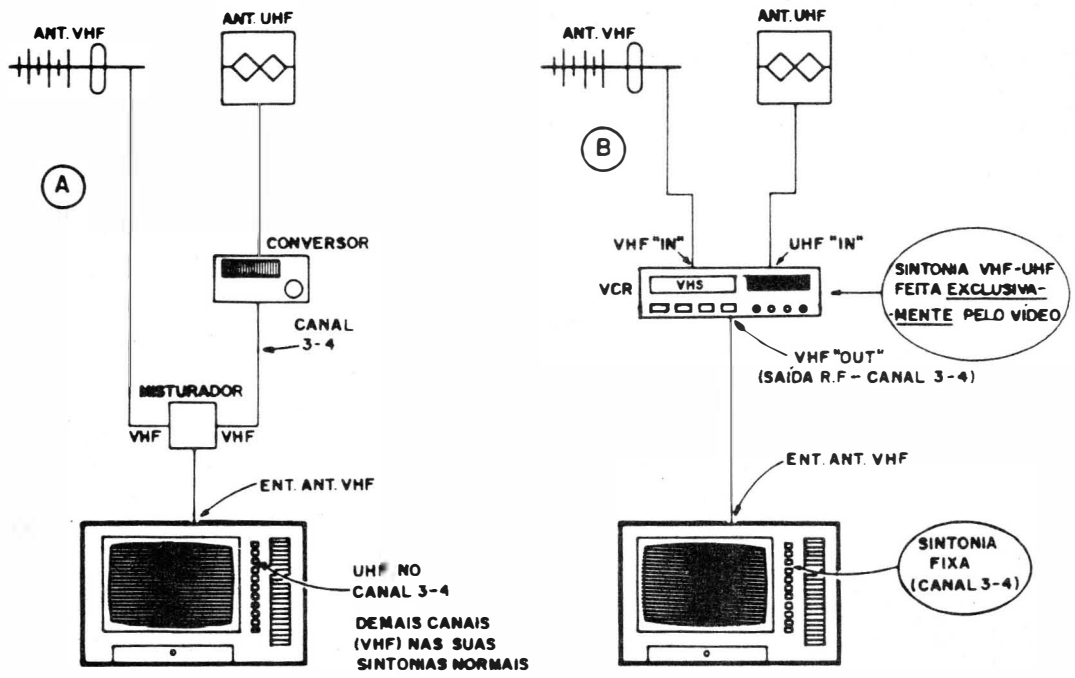

Fig.14
- **FIG. 14** - Novamente abordando a conjugação das antenas de VHF e de UHF (que Você construiu...) a um só receptor. As duas condições básicas são detalhadas: